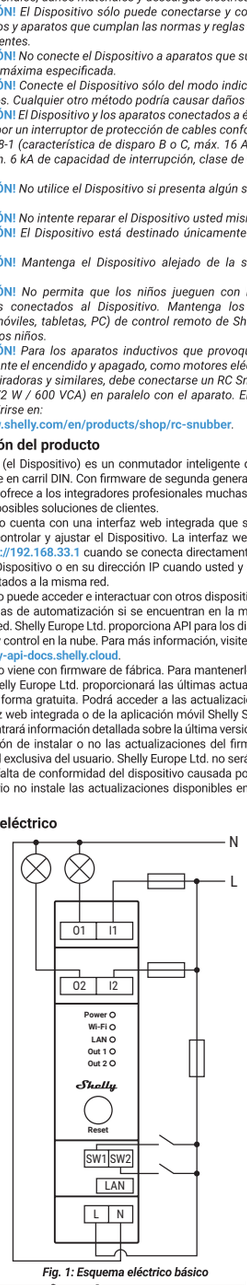

Fig. 1: Esquema eléctrico básico
1. Conecte el terminal N al cable neutro y el terminal L al interruptor de alimentación del Dispositivo, como se indica en la Fig. 1.